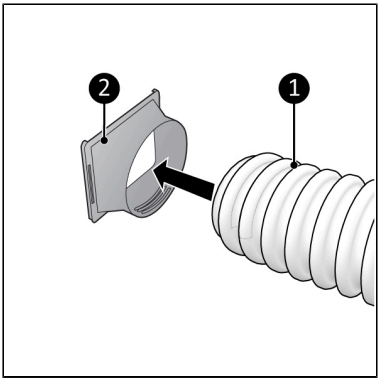

Abbildung 42.
1. Verbinden Sie den Schlauchanschluss (Abbildung 42, Pos. 2) mit einem Ende des Heißluft-Auslassschlauchs (Abbildung 42, Pos. 1).